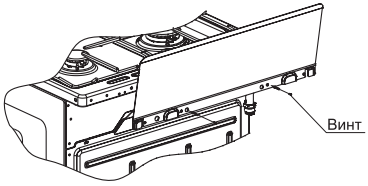

рис. 1
■ Модели плит, не имеющие крышку стола, комплектуются щитком, который закрепляется перед установкой плиты (рис.1).
■ **Установку щитка** производить путем крепления к столу двумя винтами (см. рис. 1). Винты для крепления щитка находятся в пакете с комплектующими.